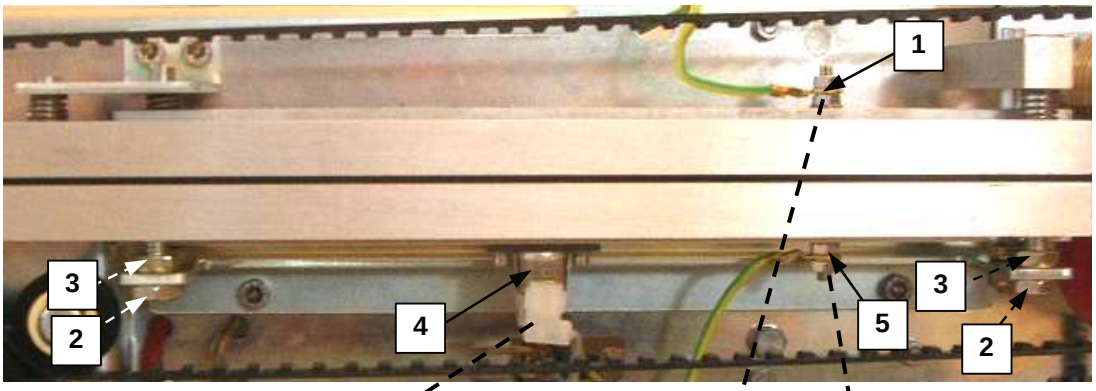
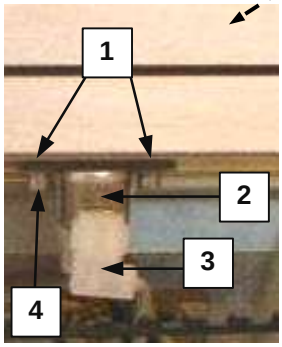

fig.5.10
fig.5.11 *(pos.4-fig.5.10)*
- scollegare i terminali (n.3-fig.5.11) del termostato di sicurezza (n.4-fig.5.10)
- svitare i due dadi autobloccanti inferiori *(n.2-fig.5.10)* che fissano la barra saldante inferiore alla traversa della macchina ed estrarre il gruppo saldante inferiore
***Non allentare i dadi di regolazione superiori (n.3-fig.5.10)***
- smontare il termostato di protezione (n.4-fig.5.10) dalla barra saldatura inferiore.
*Quando viene rimontato il termostato di protezione, assicurarsi di aver rimontato le rondelle distanziatrici (n.1-fig.5.11) interposte tra la piastrina e la barra saldante inferiore.*